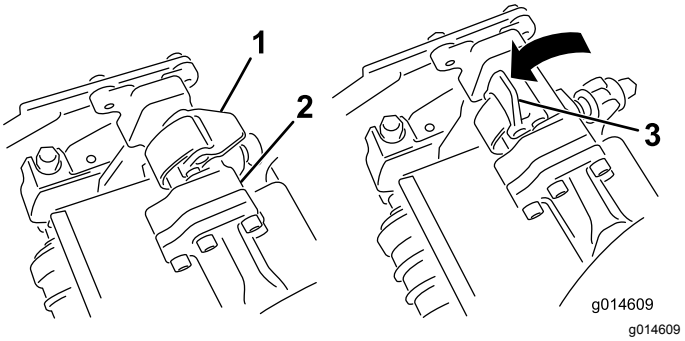
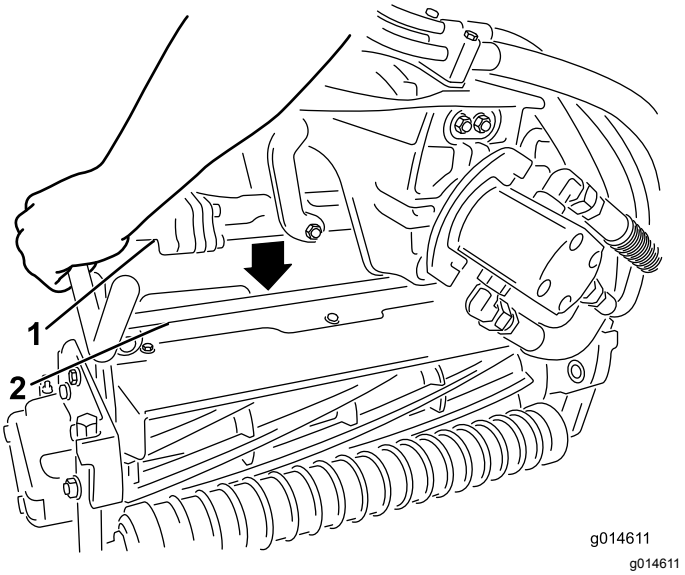

Figuur 45
Figuur 46
3. Zorg ervoor dat de vergrendelingen op de ophangarm omhoog wijzen (dus open staan) (Figuur 45), druk de ophangarm omlaag zodat de stang ervan over de stang aan de bovenkant van het maaidek valt (Figuur 46).
4. Sluit de vergrendelingen rond de stang van het maaidek en vergrendel ze (Figuur 45).
4. Open de vergrendelingen op de stang van de ophangarm van het maaidek dat u wilt verwijderen (Figuur 45).